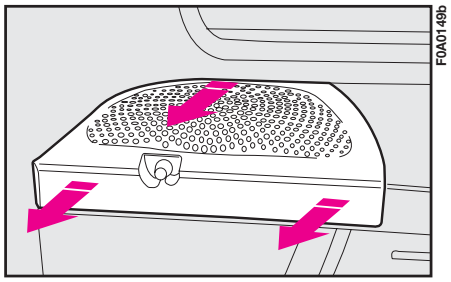
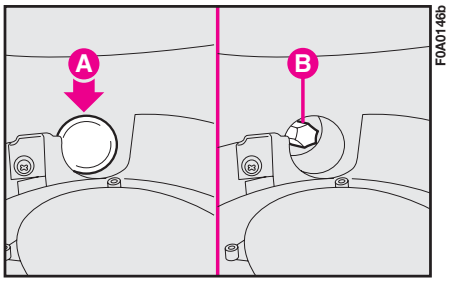

fig. 25
fig. 26
**1)** Working inside the vehicle: remove the plastic cover **fig. 25** set on the speaker seat fitting the screwdriver under the plastic and making it slide in parallel with the slot to spring the 2 front catches, pull the plastic cover parallel with the supporting surface to spring the rear catch and then remove the upper plastic cover **A-fig. 26** using the screwdriver provided, in order to make visible the fastening bolt **B** of the light unit.